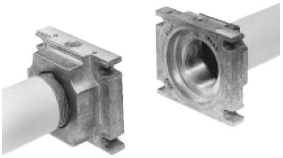

Fig. 11
3. Montare il MultiBloc fra le flange filettate (Fig. 11)